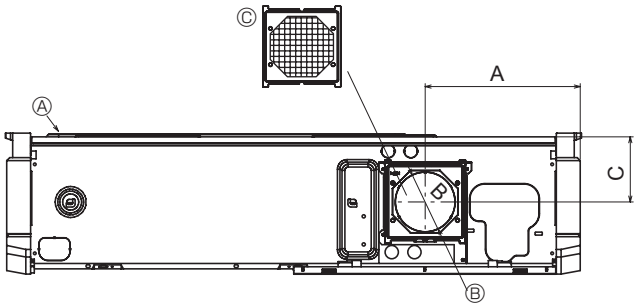

Fig. 3-4
3.2.4. Orificio de entrada de aire fresco (Fig. 3-4)